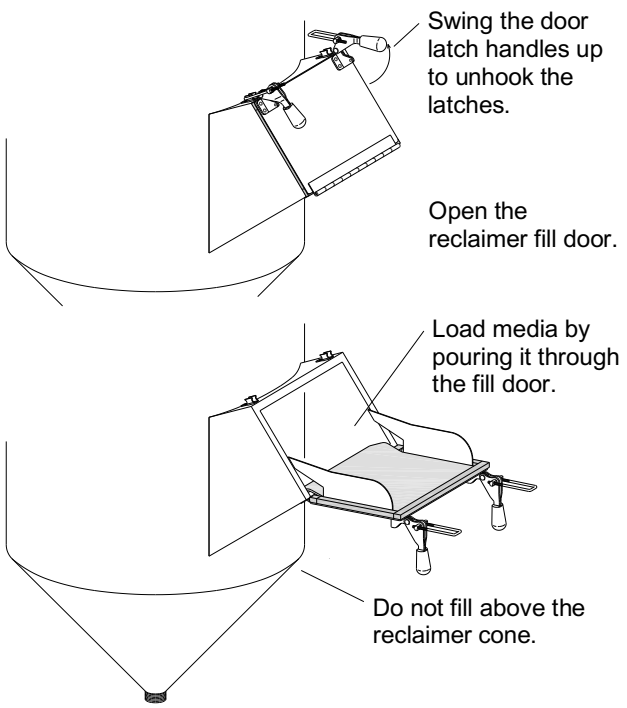

Figure 11
4.2 Media Loading and Media Capacity – Figure 11
3. Add clean, dry media by pouring it through the door opening. Do not fill above the reclaimer cone, as shown if Figure 11.